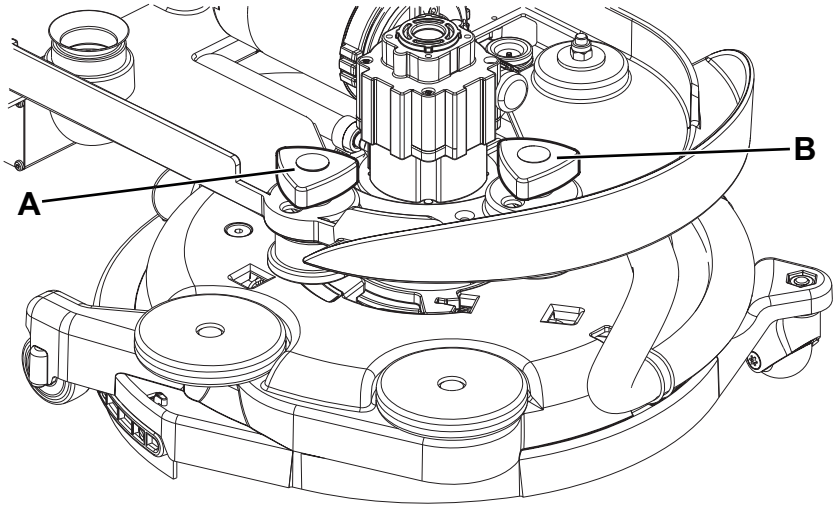

Abbildung 5
2. Die Vorschubgeschwindigkeit des Geräts mit dem Knopf (A, Abb. 5) wie folgt einstellen:
3. Tendiert das Gerät dazu, vom geradlinigen Vorschub abzuweichen, kann der Knopf i(B) m oder gegen den Uhrzeigersinn gedreht werden, um die Abweichung zu korrigieren und einen grundsätzlich neutralen Vorschub zu erhalten.